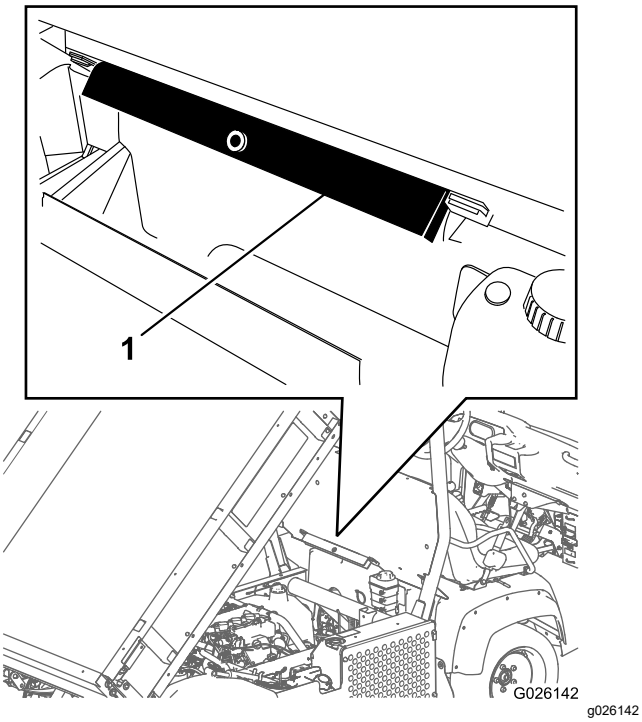

**Figura 19**
2. Retire el soporte de la plataforma de los soportes de almacenamiento situados en la parte trasera del panel del ROPS (Figura 19).